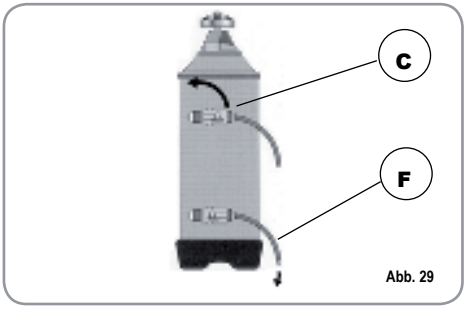

Abb. 29
2) Den Verschluss wieder einsetzen und den Hebel C wieder nach links führen (Abb. 29), Dabei hat das Salzwasser durch das Rohr F zu fließen, bis wieder Süßwasser vorliegt (1/2 Stunde).